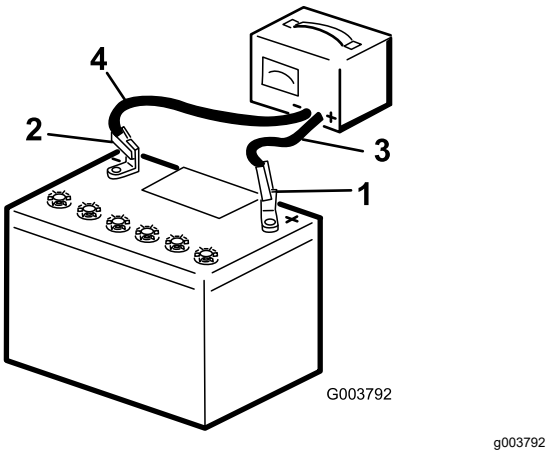

Figuur 42
2. Laad de accu op gedurende 4 tot 8 uur bij 3-4 A (Figuur 42). De accu niet te ver opladen.
3. Zodra de accu volledig is opgeladen, haalt u de acculader uit het stopcontact en maakt u vervolgens de oplaadkabels los van de accuklemmen (Figuur 42).